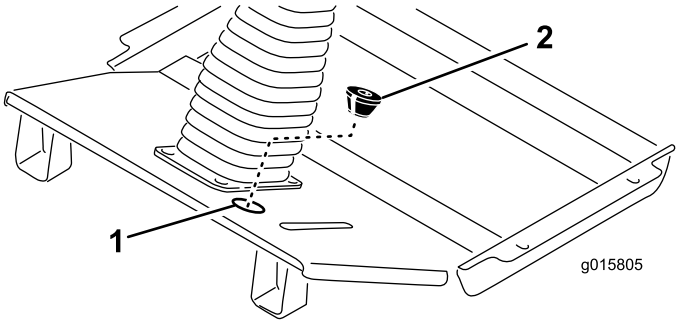

Figur 10
- Før enden af ledningsnettet med de (5) stik op gennem udtrykningshullet i gulvpladen (Figur 10).
- Skær en spalte i den medfølgende krans og skær bundåbningen ud (Figur 10). Med den spidse ende af kransen vendende nedad skal den vikles omkring ledningsnettet og indsættes i udtrykningshullet i gulvpladen.